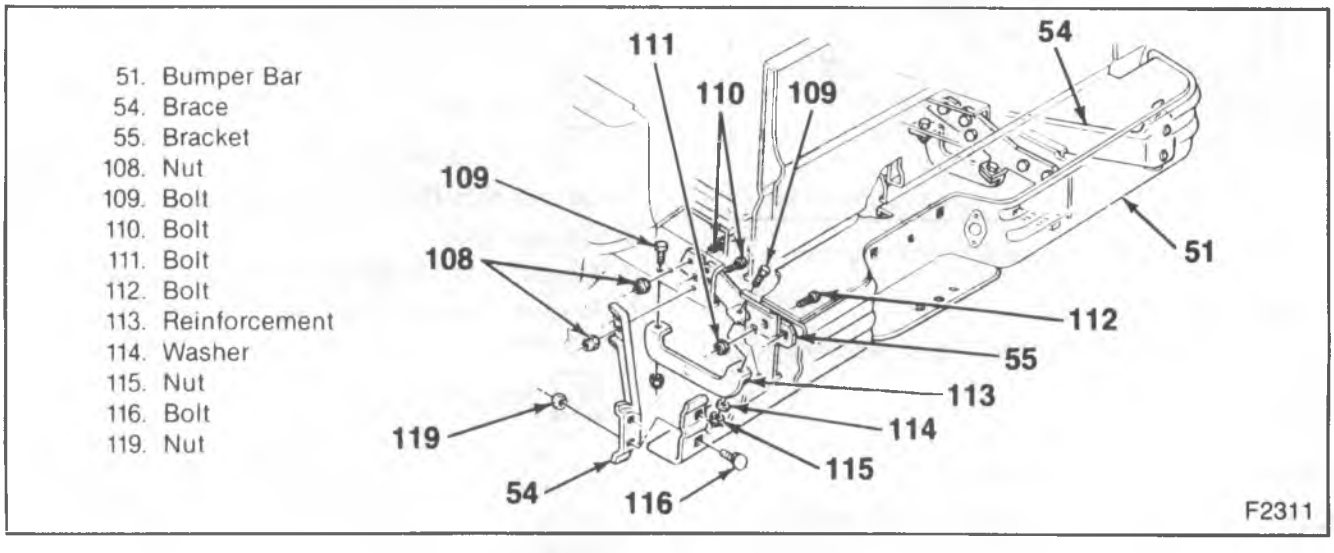

Figure 13—Rear Step Bumper Components
1. Brace nuts (93), spring washers, and washers at the bumper.
2. Bracket nuts (99), spring washers and washers at the bumper.
4. Bumper bolts (106).
5. Gravel deflector nuts (107) and bolts (81) (where used) (figure 13).
6. Gravel deflectors (105).
7. Brace to frame nuts (100), spring washers (102), and bolts (104).
5. Gravel deflectors (where used) (figure 13).
6. Nuts (107) and bolts (81).
Remove or Disconnect (Figure 13)
Install or Connect (Figure 13)